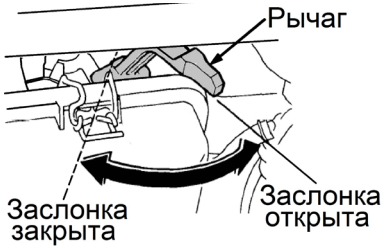

Рис. 11 Рычаг управления воздушной заслонкой
2. Закройте воздушную заслонку карбюратора. Для этого переведите рычаг управления воздушной заслонкой в крайнее левое положение (Рис. 11).